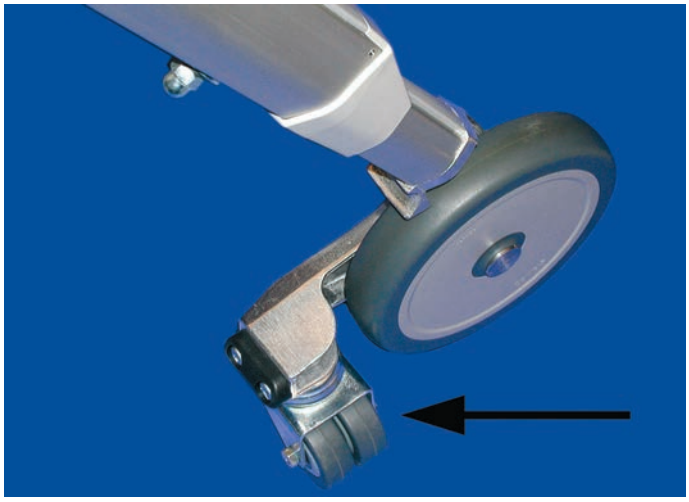

Bild 31
- Die Zusatzlenkrollen (Bild 31/Pfeil) befinden sich in Lenkposition